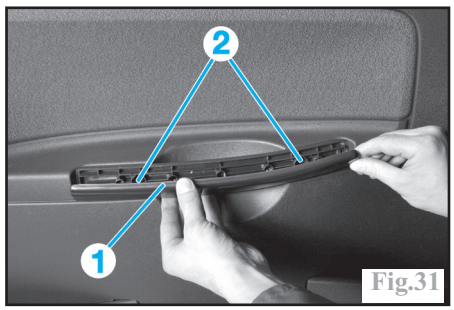

Fig.31
-l'enjoliveur de poignée de porte (1) (Fig.31).